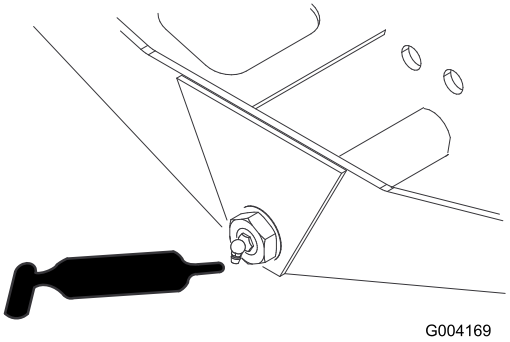

**Figur 50**
- Akselstyretap (1) (Figur 50)